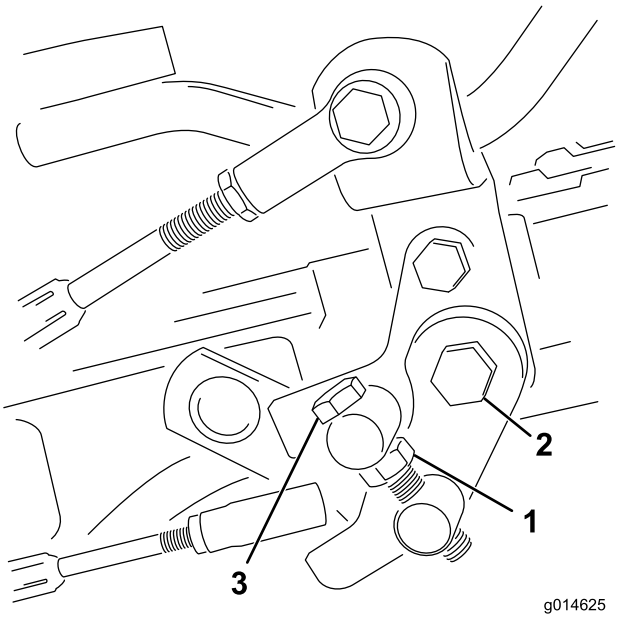

Figuur 49
1. Draai de contramoer op de draaitapbout los (Figuur 49).
4. Draai de contramoer op de draaitapbout en de moer op het scharnierpunt van het pedaal vast om de afstelling te vergrendelen (Figuur 49). Controleer de afstelling en stel nogmaals af indien dit nodig is.